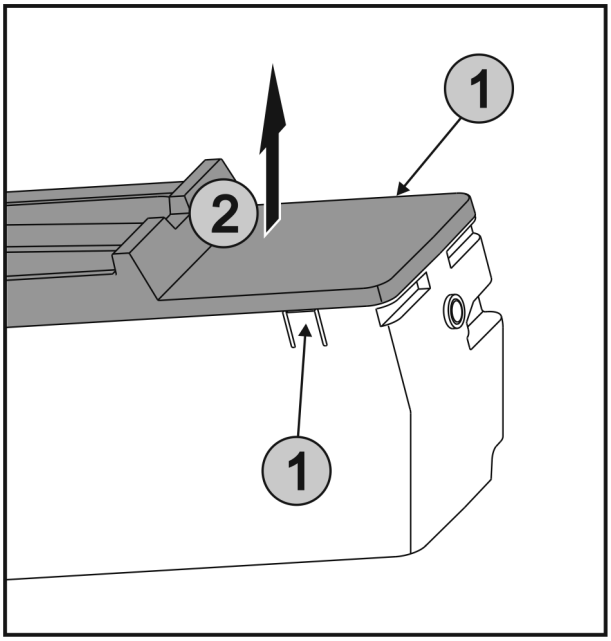

*Fig. 40*
- ▶ Press the lugs *Fig. 40 (1)* on both sides of the EasyTwist-Ice simultaneously and take off the lid *Fig. 40 (2)* to the top.